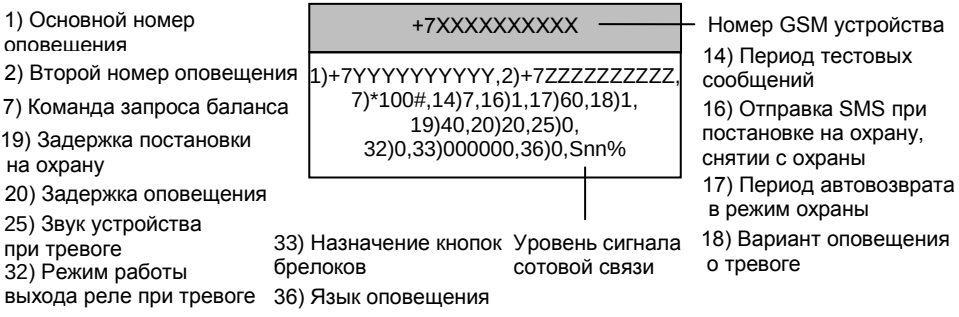

Рис.16 Пример SMS с настройками
6. Через 60 секунд после последнего действия GSM устройство отправит на основной номер SMS с настройками и прописанными телефонами оповещения (см. рис.16) и SMS о прописанных брелоках, сирене и извещателях (см. рис.17) и перейдёт в режим «Снят с охраны».
4. На основной номер оповещения придет SMS с настройками (см. рис.16).
5. На основной номер оповещения придет SMS с настройками (см. рис.16).
6. На основной номер оповещения придет SMS с настройками (см. рис.16).